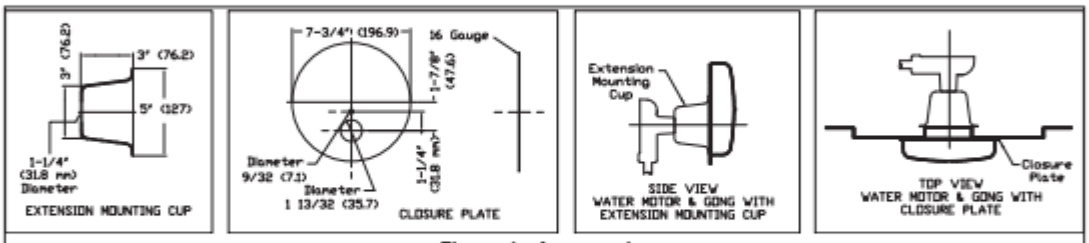
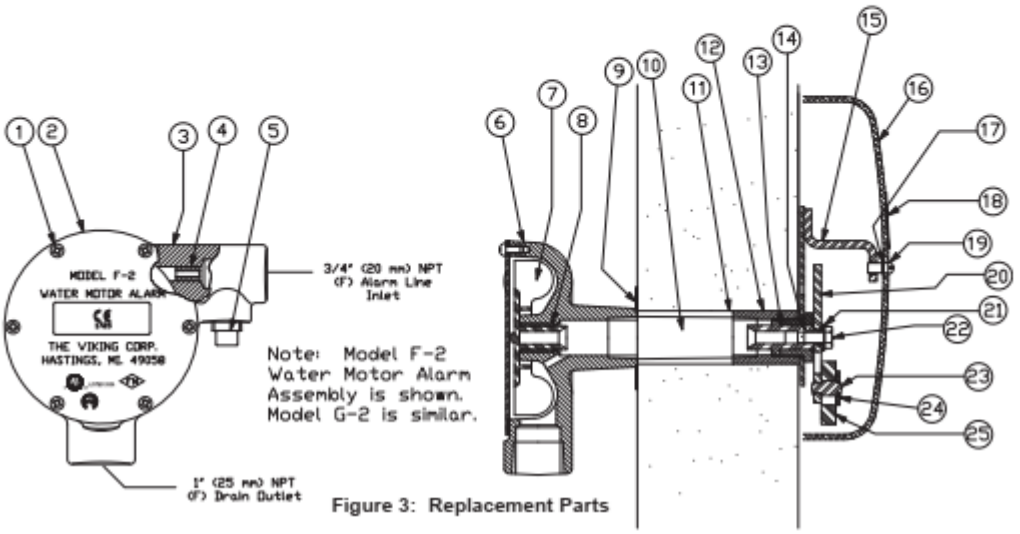

Figure 1: Accessories
Figure 3: Replacement Parts
K. Attach the water motor assembly by threading the body (3) onto the free threaded end of the spacer pipe. The chamfered ends of the drive shaft allow it to slide into position as the water motor body is threaded onto the spacer pipe. When the assembly is properly tightened, the water motor should be positioned with the 1" (25 mm) NPT drain outlet facing downward and the 3/4" (20 mm) NPT alarm line inlet horizontal. See Figures 1 and 3.
L. Attach the gong, the flat washer, and the gong label (16, 17, and 18) to the gong support installed on the exterior surface of the wall, with the 5/16-18 x 12" (13 mm) screw (19). Note: The flat washer must be installed between the gong and the gong support (17).
5. OPERATION (See Figure 3)
A. Water Motor Disassembly (See Figure 3)
2. Remove pipe plug (5).
3. Remove all round head machine screws (1) from the water motor cover.
4. Separate the cover (2) and the gasket (6) from the housing (3).
5. Remove the impeller (7).
6. Inspect and, if necessary, carefully clean the nozzle (4) with a wire or pipe cleaner brush.